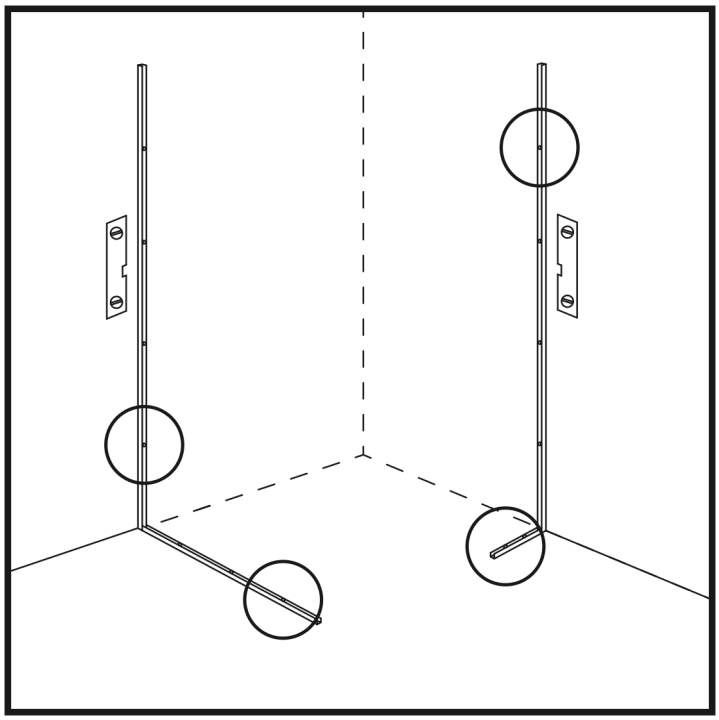

Abbildung 3
6. Die längere U-Leiste mit Hilfe einer Wasserwaage senkrecht an der Wand anbringen, so dass die Kante der U-Leiste mit dem markierten Punkt übereinstimmt und das Ende der Leiste am Bodenrand anliegt. (Abbildung 3)